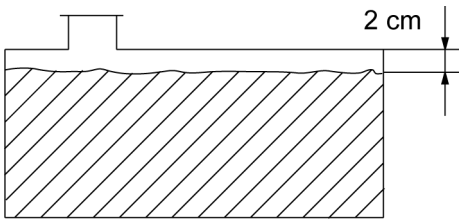

Fig. 106: Hydraulic oil level
5. *Check the oil level visually (if necessary, use a pocket flash light). The oil level must be approx. 2 cm below the top of the tank (*Fig. 106*).*